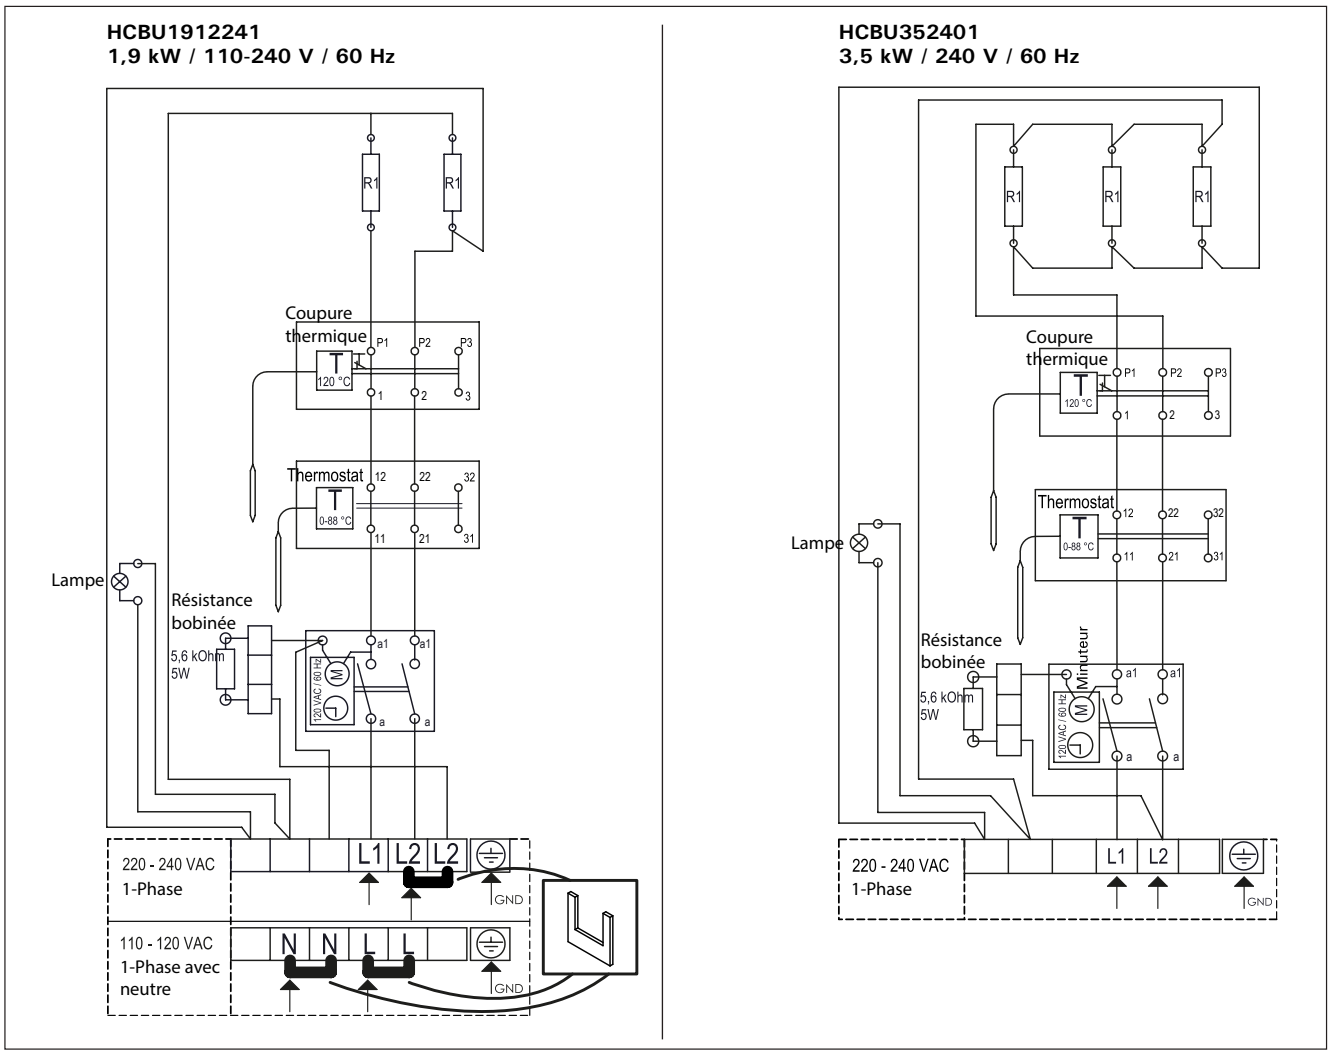

Figure 6. Connexions électriques de poêle
2. Voir le schéma de câblage correspondant au modèle de poêle (voir fig. 6). Le poêle doit être installé de manière permanente en utilisant une conduite hermétique entre le poêle et le mur de la cabine (les marettes de raccord ou prises de courant mâle ne sont pas autorisés dans la cabine). Le câblage doit être effectué par un électricien agréé qui doit suivre le schéma de câblage fourni et respecter les codes locaux. Utilisez du fil de cuivre du bon calibre pouvant résister à une température de 194 °F (90 °C) à l'intérieur des murs du sauna. Utilisez les bornes de terre prévues sur le poêle du sauna pour mettre l'équipement à la terre conformément au code national de l'électricité et aux codes locaux.